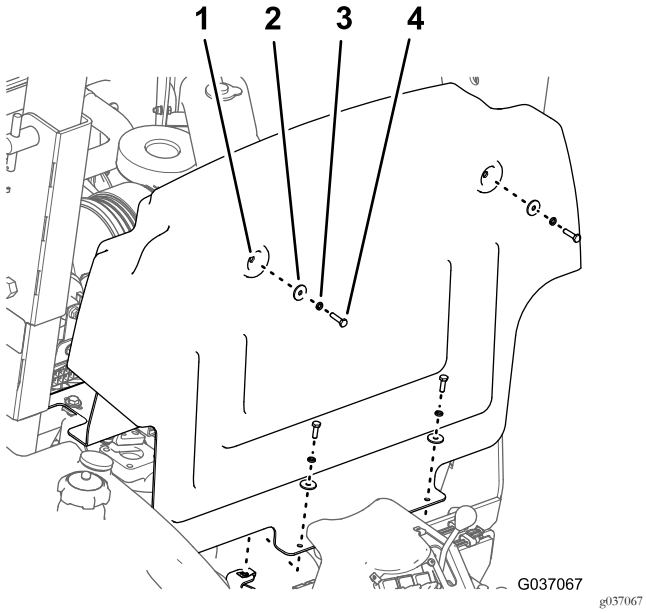

Figure 28
1. Retirez les 4 boulons (6 x 25 mm), les 4 rondelles frein (6 mm) et les 4 rondelles plates (6 mm) qui fixent le tablier au châssis de la machine (Figure 28).
2. Déplacez le tablier vers le haut et l'avant pour le déposer de la machine (Figure 28).
1. Alignez les 4 trous du tablier et les 4 écrous à clip situés sur le châssis ; voir la Figure 28.
2. Fixez le tablier au châssis de la machine à l'aide des 4 boulons, 4 rondelles frein et 4 rondelles plates ; voir Figure 28.